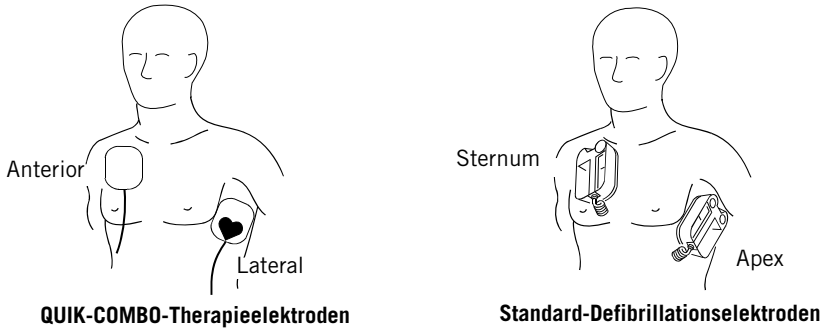

Abbildung 4-1 Anterior-laterale Platzierung
1. Entweder die ♥-Therapieelektrode oder die **APEX**-Defibrillationselektrode lateral zur linken Brustwarze des Patienten in der mittleren Axillarlinie anlegen. Der Mittelpunkt der Elektrode sollte möglichst genau in der mittleren Axillarlinie liegen (siehe Abbildung 4-1).
2. Die zweite Therapieelektrode oder die **STERNUM**-Defibrillationselektrode wie in Abbildung 4-1 gezeigt lateral zum Brustbein und unterhalb des Schlüsselbeins rechts oben am Oberkörper des Patienten anlegen.